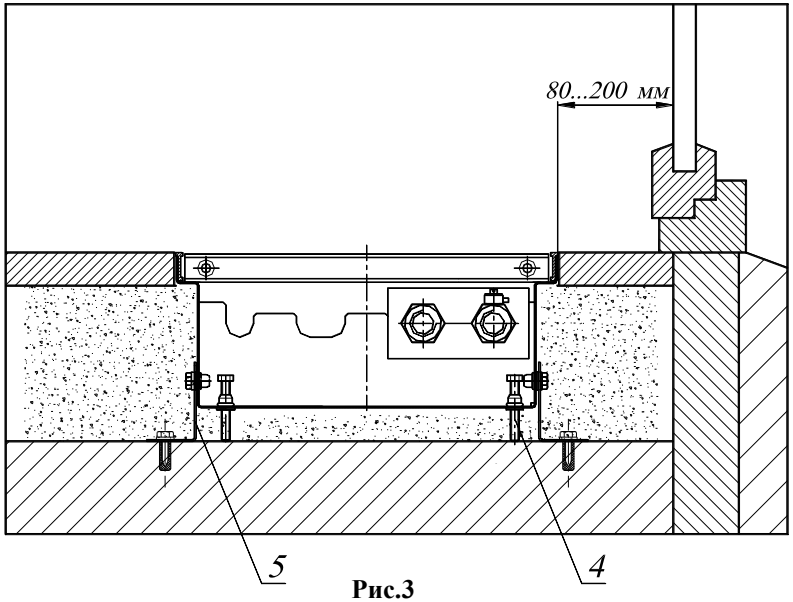

Рис.3
5.2 Конвектор монтируется в пол, для этого необходимо установить корпус конвектора в заранее подготовленный канал в полу и выровнять его по уровню чистого пола, с помощью упорных болтов 4 закрепив опорами 5 (см. Рис.3).